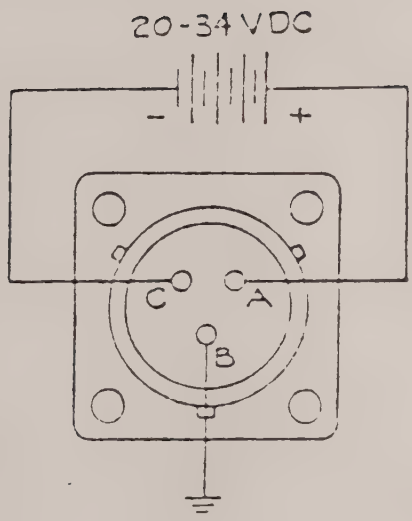

Figure 2-4. Power connections to the 2590FTS , to the connector labeled "24V 3A MAX".
1. Make power connections to the DC source as shown in Figure 2-4. Pin "A" is the DC + input, pin "C" is DC -, and pin "B" is earth ground.